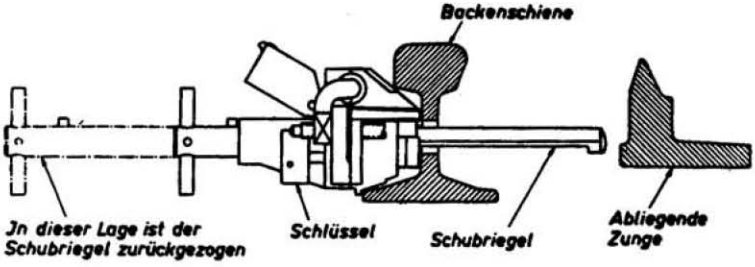

Bild 1
(1) Das Weichenschloß (vgl. Bild 1) hält die abliegende Zunge in einem bestimmten Abstand von der Backenschiene und verschließt die Weiche.